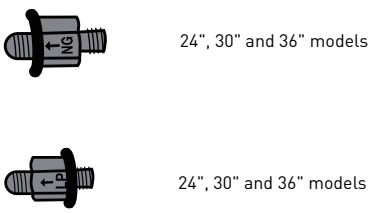

Figure 2 — Regulator pin: NG and LP ; 24″ , 30″ and 36″ models
2.Remove the regulator pin by pulling it out (see Figure 2).
3.Reverse the regulator pin and reinsert it into the regulator cap with the LP side facing outward (see Figure 2).